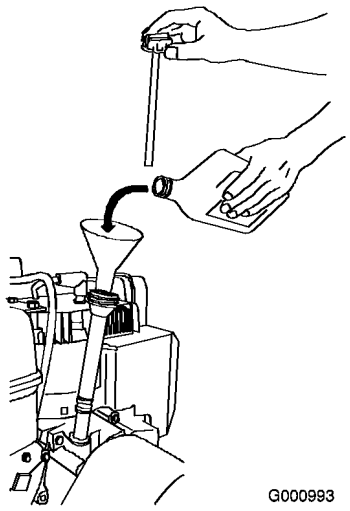

Figura 35
2. Rimuovete l'asta e controllate il livello dell'olio (Figura 35). Se l'olio non raggiunge la tacca Add, occorre rabboccare. Fate riferimento a Rabbocco dell'olio motore.